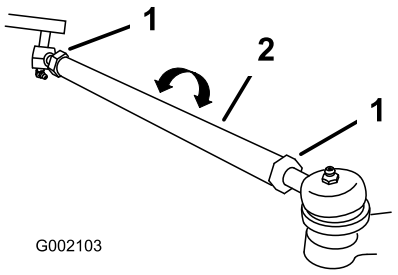

Figur 12
2. Hvis målingen ikke falder inden for de specificerede mål (læs om dimensioner og parametre i begyndelsen af denne procedure), skal kontramøtrikkerne løsnes i begge ender af forbindelsesstængerne (Figur 12).